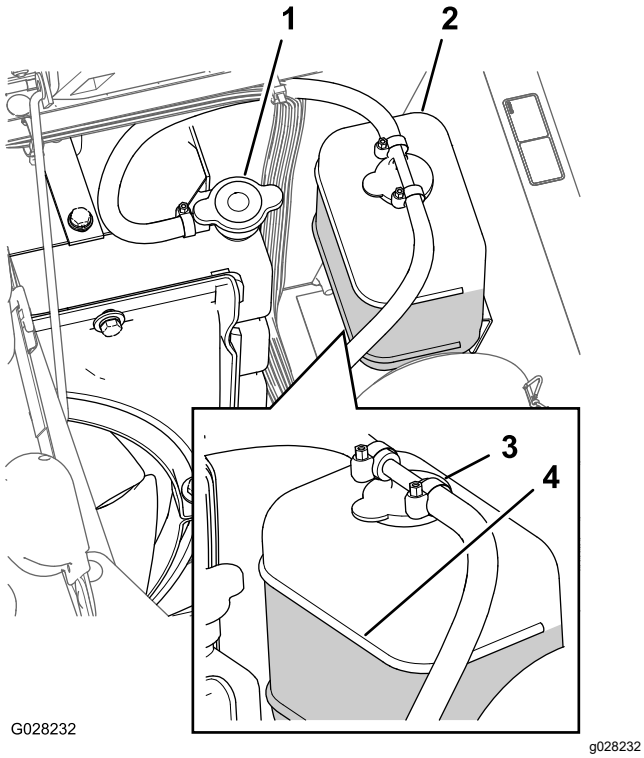

**Figur 98**
3. Ta försiktigt bort kylarlocket och locket på expansionstanken (Figur 98).
**Obs:** Kylaren ska fyllas upp till påfyllningsrörets översta del och expansionstanken ska fyllas upp till Full-markeringen på tanken (Figur 98).
5. Om kylvätskenivån är låg tar du av expansionstankens lock och kylarlocket, och fyller på expansionstanken till Full-markeringen och kylaren till påfyllningsrörets översta del (Figur 98).
6. Sätt tillbaka kylarlocket och locket till expansionstanken (Figur 98).
2. Vänta tills motorn är kall och ta sedan bort kylarlocket (Figur 98).
6. Ta bort kylarlocket (Figur 98).
8. Starta motorn med locket löst på kylaren (Figur 98).
10. När kylvätskan har värmts upp ska du se till att den når upp till lockets tätningsyta och sedan skruva åt locket (Figur 98).
11. Öppna expansionstankens lock och fyll tanken med kylvätska till läget Cold (Figur 98).